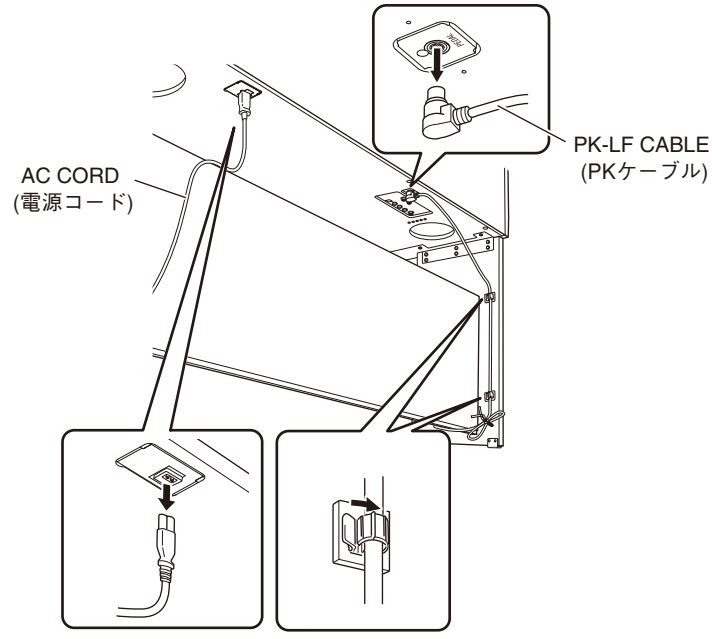

Fig. 3-1（図 3-1）
3** ***When removing the PK connector, disconnect the PK-LF cable first. (Fig. 3-1)
*3 PK コネクタを外す時は、先に PK ケーブルを外します。（図 3-1）
5-2. Disconnect the AC power cord. (Fig. 3-1)
5-2. 電源コードを外します。(図 3-1)